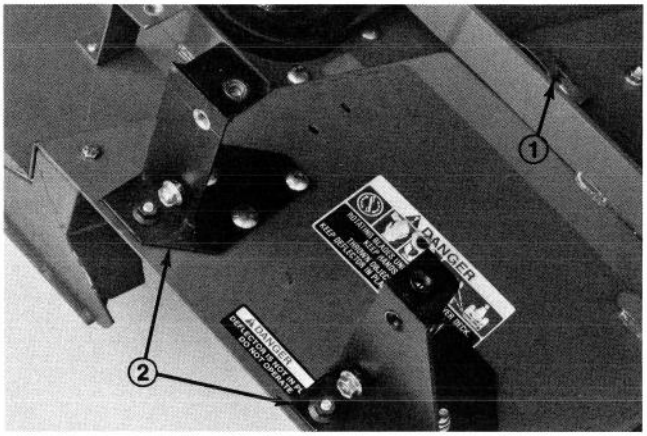

Figure 5
1. Remove spring latch from cutting deck (Fig. 5). Save latch for future use.
2. Position blower and mounting brackets on deck, aligning mounting holes with holes used for mounting grass deflector (Fig. 5 shown with blower removed from brackets). Make sure there is no gap between blower and cutting deck.
3. Mount front and rear brackets to deck with (2) 3/8 – 16 x 7/8" lg. carriage bolts and flange nuts each (Fig. 5). Bolt heads must be on top of deck.
4. Remove (2) knobs securing blower to mounting brackets. Remove blower.
5. Using each bracket as a template, mark, locate and drill (2) additional 11/32" dia. holes thru deck (Fig. 5).
6. Secure front and rear brackets to deck with (2) 5/16 – 18 x 3/4" lg. capscrews and 5/16 –18 locknuts each (Fig. 5). Capscrew heads must be on top of deck.